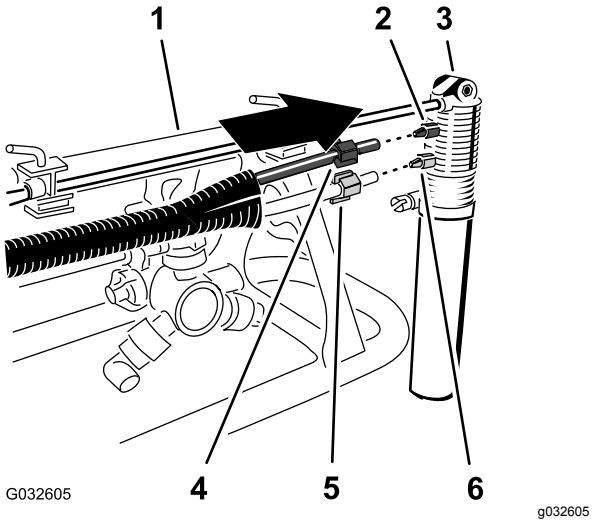

Figur 21
1. Før den blå kompresjonsmutteren over endene av det blå røret og den hvite kompresjonsmutteren over det gjennomsiktige røret (Figur 21).
2. Innrett enden av det gjennomsiktige røret med den hvite kompresjonsmutteren med den hvite koblingen på skummarkørdysen, og stram til kompresjonsmutteren for hånd (Figur 21).
3. Innrett enden av det blå røret med den blå kompresjonsmutteren med den blå koblingen på skummarkørdysen, og stram til kompresjonsmutteren for hånd (Figur 21).